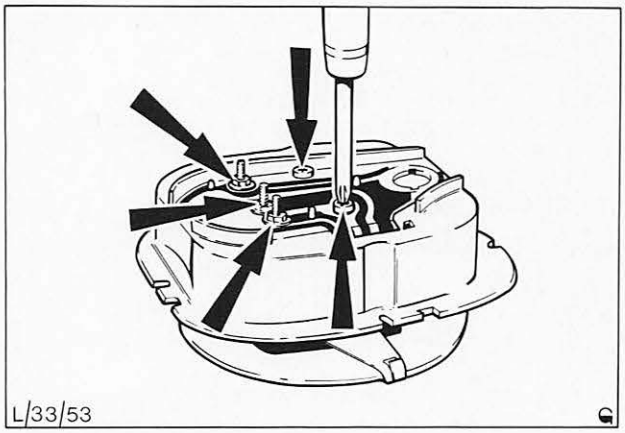

Abb. 58 Befestigungsmuttern und Schrauben – Drehzahlmesser
6. Drehzahlmesser in das Gehäuse einsetzen und ausrichten, dann mit 3 Muttern und Scheiben sowie 2 Schrauben befestigen, Abb. 58.